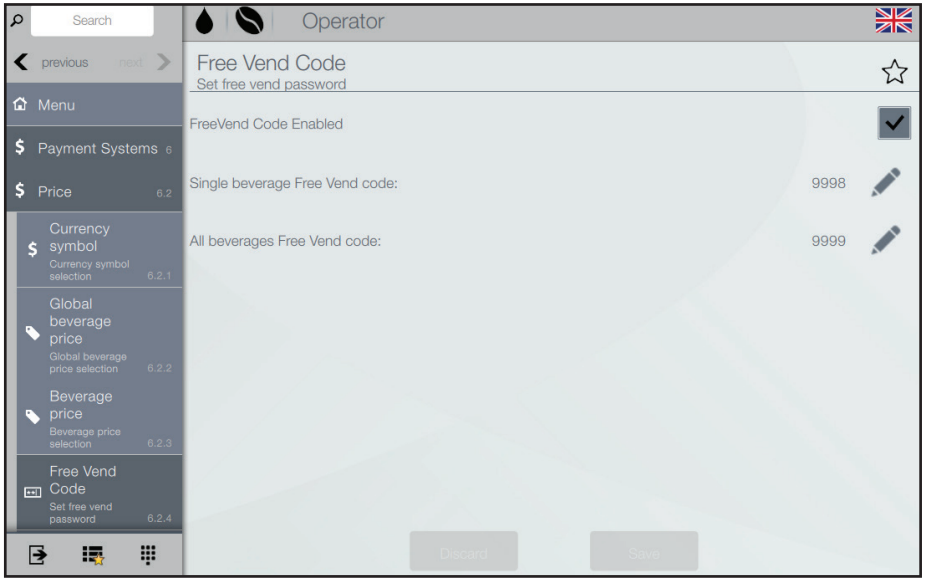

Fig. 7.1 - Cod furnizare gratis
- Activați/dezactivați/modificați Codul de furnizare gratis (fig. 7.1)